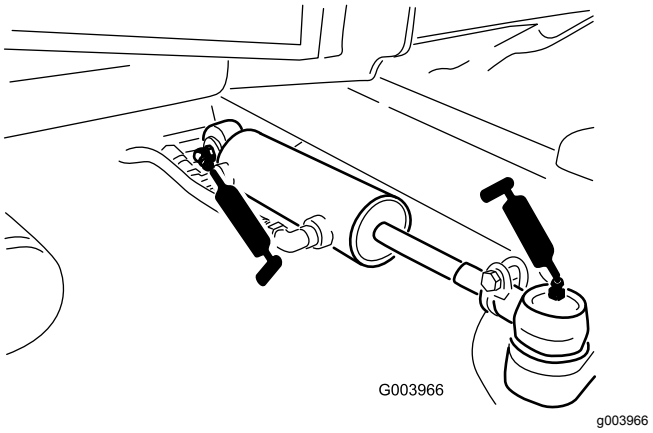

Figur 68
- Styretøjscylinderens kugleled (2) (Figur 68)